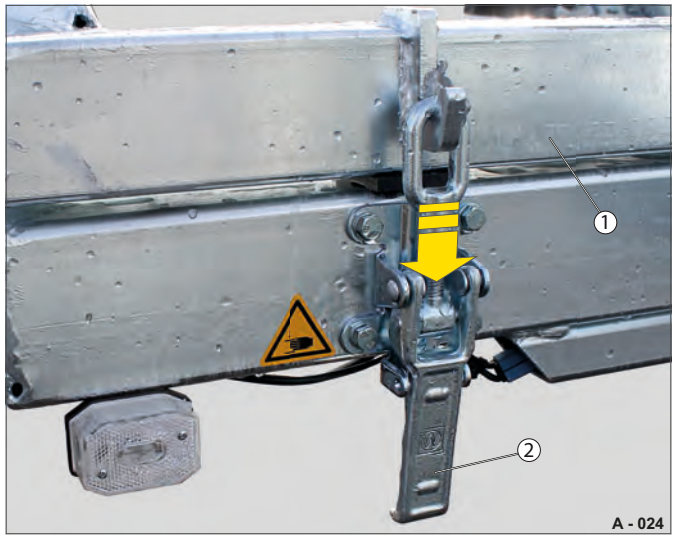

Fig. 15 Tromlestativ låst/kørselsstilling
▶ Kontrollér, at begge lukkehåndtag (Fig. 15 /2) er låste. Tromlestativet (Fig. 15 /1) er sikret i kørselsstilling.